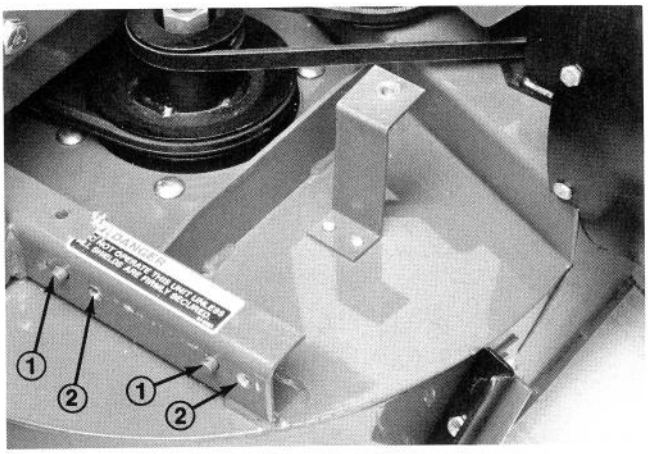

Figure 18
1. Position bumper onto rear channel pins (Fig. 18).